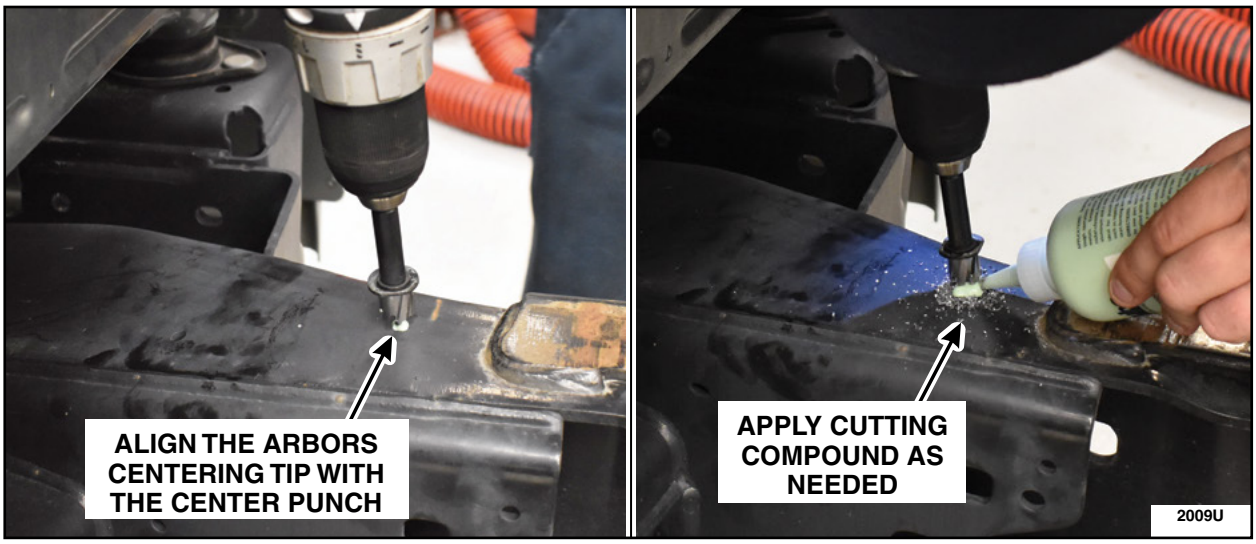

FIGURE 14
13. Using a drill (set to the bits recommended drill speed) and a 15mm Rotabroach bit, such as the Hougen or Blair 15mm High Speed Steel Annular Cutter and a Rotabroach Arbor, drill the two (2) holes that were just center punched in the previous Steps. See Figure 14.